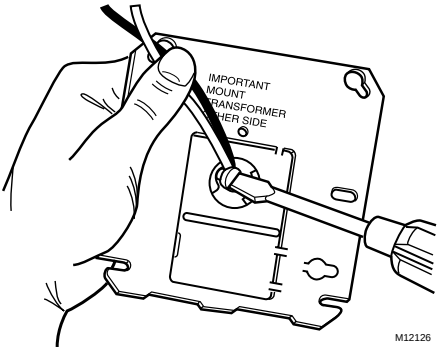

Fig. 5. Bien serrer l'étrier sur le rebord du trou rond.
4. Installer la plaque sur l'étrier, puis bien serrer la vis sur le rebord du trou rond (Voir la Fig. 5). En utilisant le tournevis, prendre garde d'endommager les conducteurs.